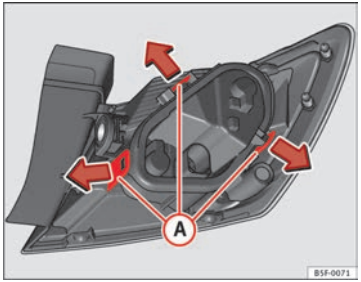

Fig. 194 Retaining tabs on reverse side of tail light
– Remove the bulb holder ⇒ Fig. 194 unlocking the (A) retaining tabs.